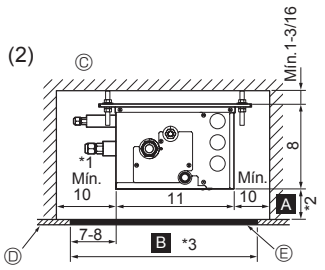
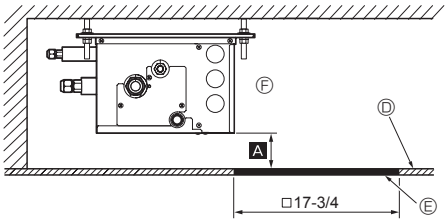

Fig. 4-5
Fig. 4-6
(2) Vista lateral (Fig. 4-5, Fig. 4-6)
En el caso de " □ 17-3/4 pulg. (450 mm)", prepare un orificio de mantenimiento en el lado de la PCB (tal y como se muestra en la Fig. 4-6), y se necesitará "Mín. 11-13/16 pulg. (300 mm)" como distancia A.